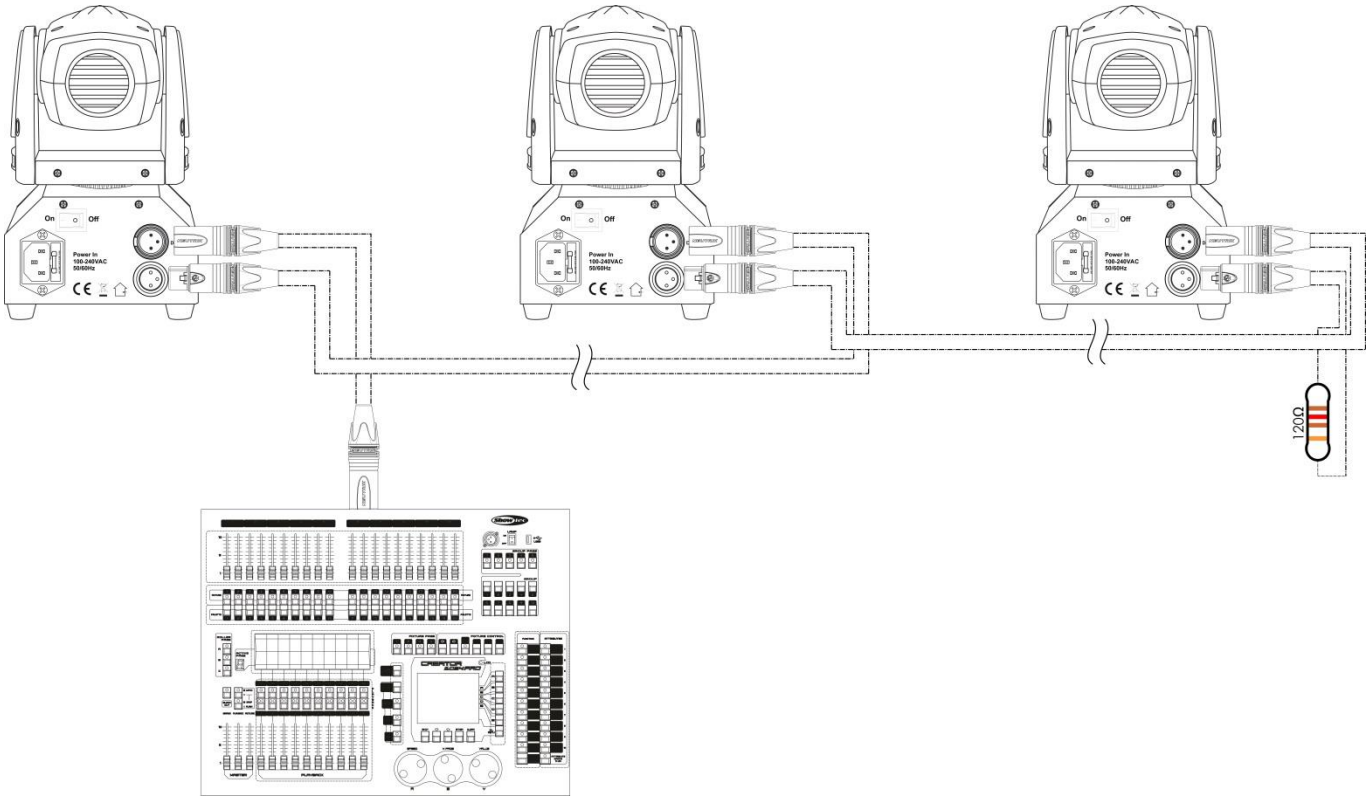

Fig. 04
05) Link the units as shown in (Fig.04), Connect a DMX signal cable from the first unit's DMX "out" socket to the second unit's "in" socket. Repeat this process to link the second, third, and fourth units.